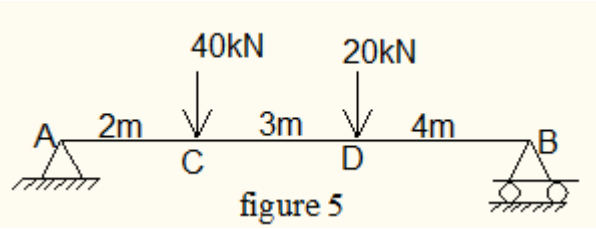

figure 5
Q.3 **(a)** Find the deflection at point 'C' and 'D' for a beam as shown in figure 5 using Macaulay's Method. Take EI = 20000 kN/m^2. **07**